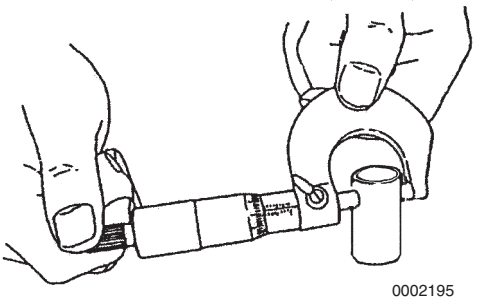

Figure 6-73
2. Measure the outside diameter of the tappet stem **(Figure 6-73, (1))**. Record the measurements. *See Tappet on page 6-12 for the service limit.*